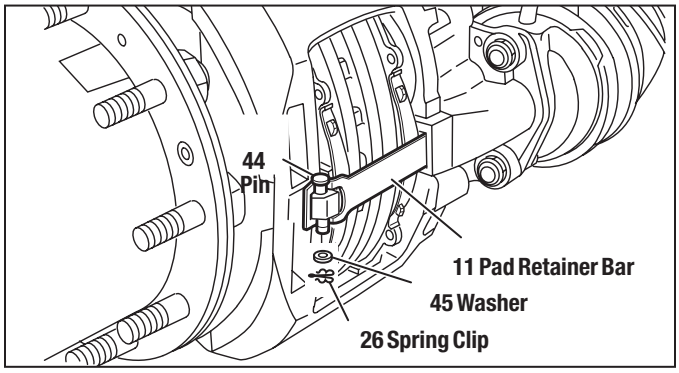

Figure 23 – Retainer Bar Removal
See Figure 23. While pressing down against the pad retaining bar (11), remove and retain the clip (26), washer (45) and pin (44). Remove the pad retainer bar (11). Bendix recommends that these items be replaced with new *(See available kits and parts, Section 5.0)*.